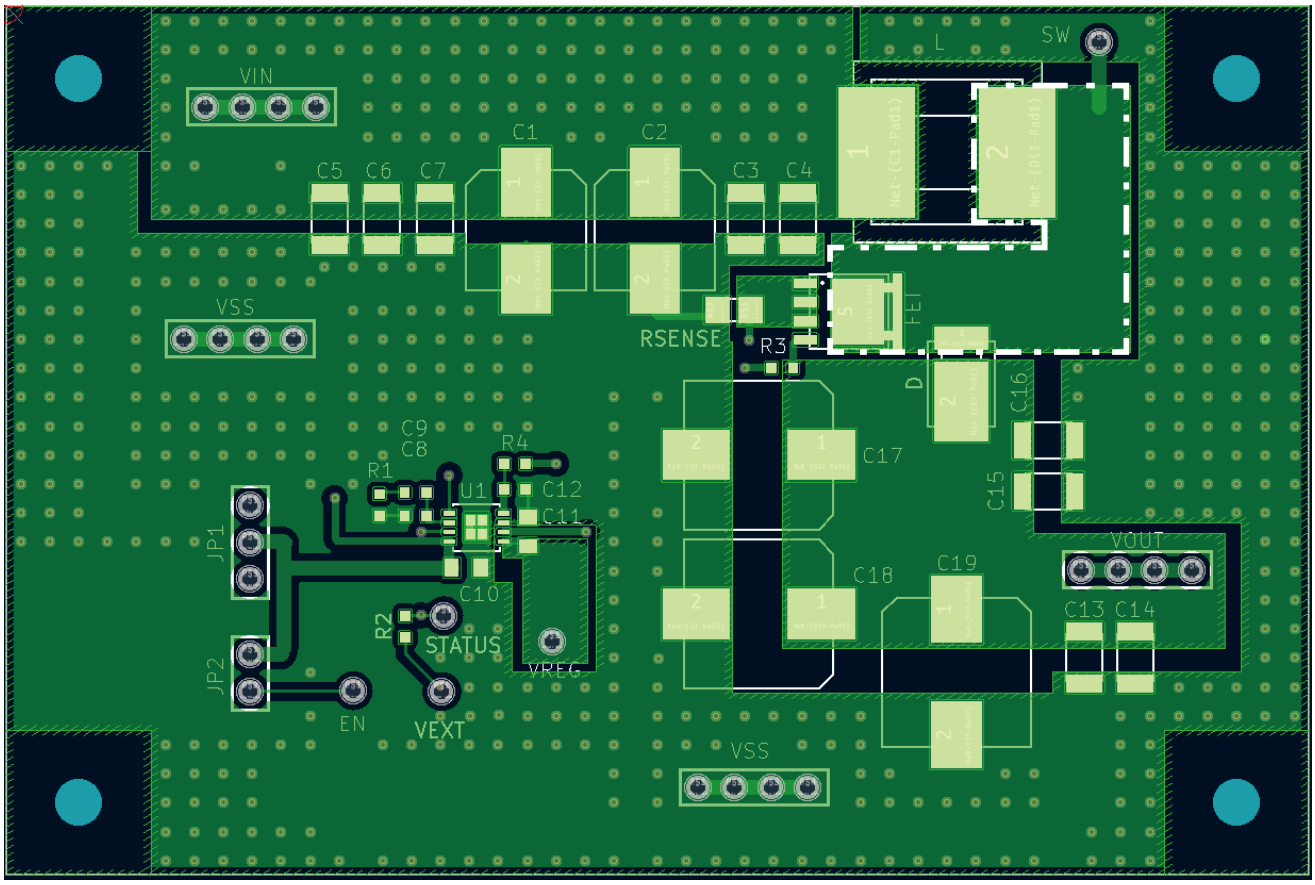

Figure 13 Reference Board Pattern
- The switching node (SW) wiring area (Dashed line area in "**Figure 13 Reference Board Pattern**") should be as small as possible to reduce high-frequency radiation noise.